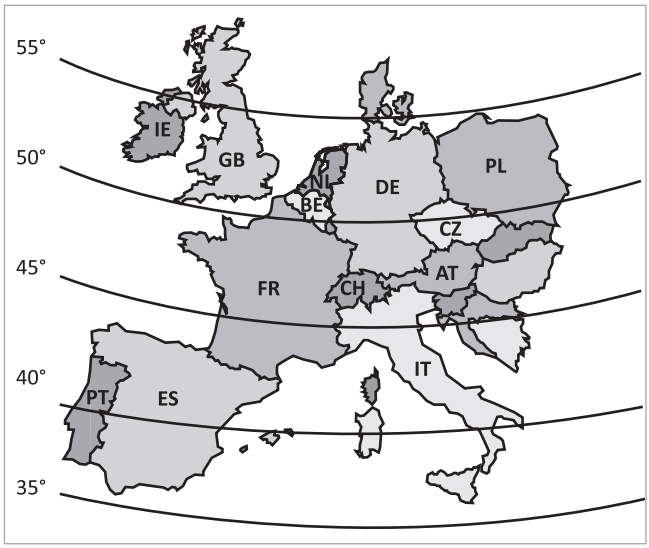

Fig. 7: gradi di latitudine in Europa
- Dalla ➔ *Fig. 7* si può rilevare il grado di latitudine del luogo di installazione.